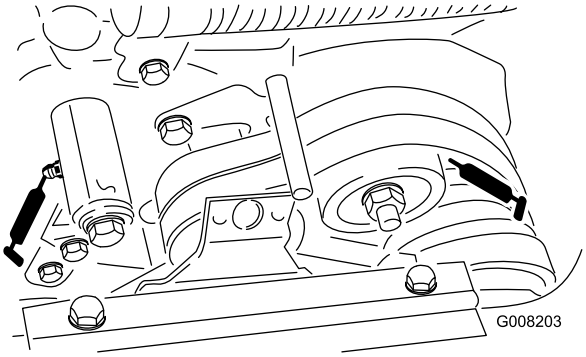

Figur 17
- 2 på styreremskivernes drejetapper (Figur 17).